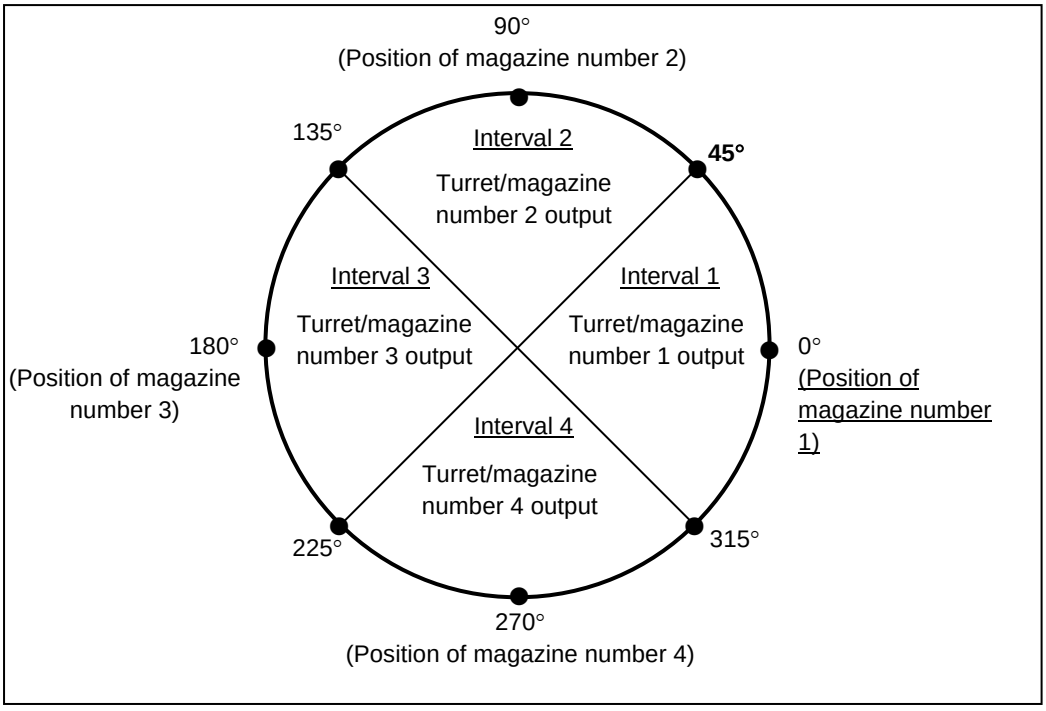

Fig. 3.9.2 (a) Turret/Magazine Number Output Example
(1) The turret/magazine number based on the current position is constantly output.
- The nearest turret/magazine number is output even if the current position is not a magazine position. For example, if one rotation about the rotation axis is by "360° " and the number of magazine/turret numbers (parameter No. 068) is "4", the turret/magazine number is output as shown in Fig. 3.9.2 (a)